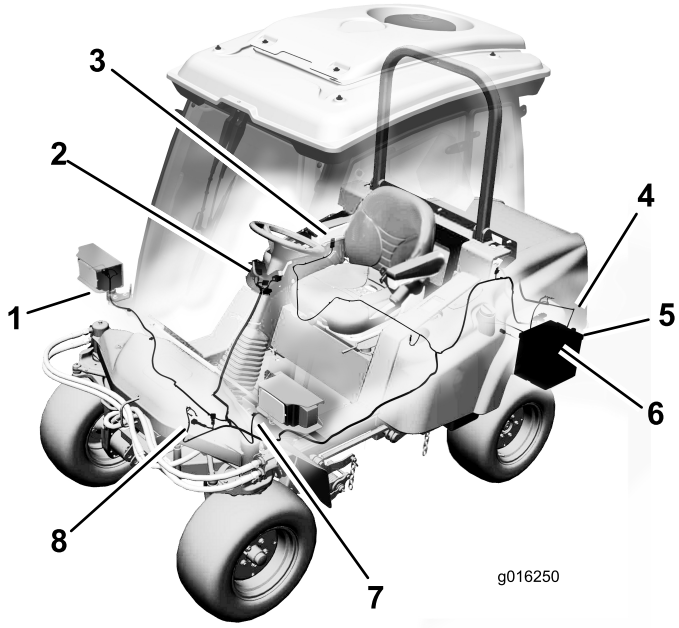

Figure 12
- Route the left and right head light harness connectors along the front of the platform to each head light (Figure 12).
- Route the harness to horn and connect the two wires to the terminals (Figure 12).
- Remove the (2) screws securing the control panel to the tank cover.
- Raise the control panel and locate the wire harness connector labeled **Accessory** (Figure 12).
- Route and connect the small harness ring terminal to the ground block (Figure 12).
- Route and connect the harness ring terminal to the positive (+) battery post (Figure 12).
4. Rear lamp connection (2)
- Route the harness along the existing harness and frame tube to the left rear lamp harness (Figure 12). Plug the harness connector into the lamp harness connector. Secure the harness to the existing harness and frame tube with cable ties.